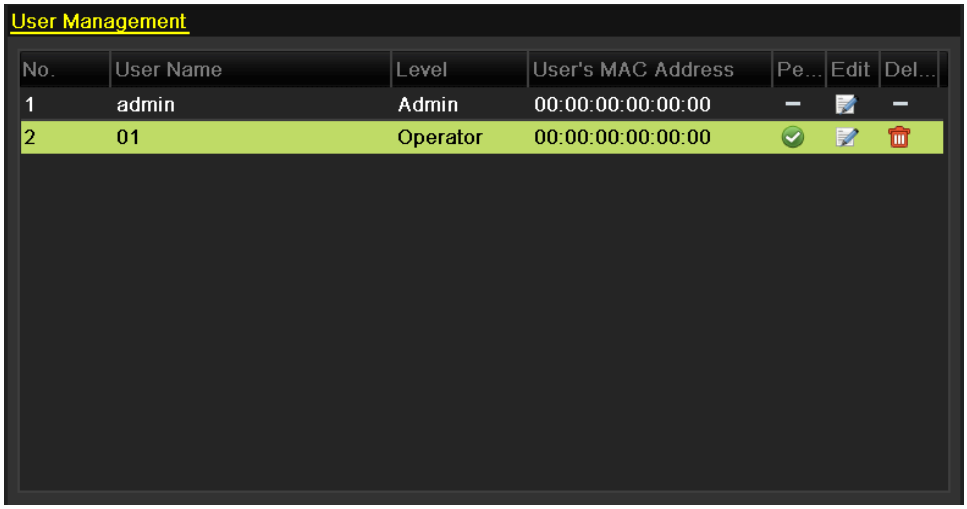

Figure 1. 2 Added User Listed in User Management Interface
1. Click **OK** to save the settings and go back to the User Management interface. The added new user will be displayed on the list, as shown in Figure 1. 2.